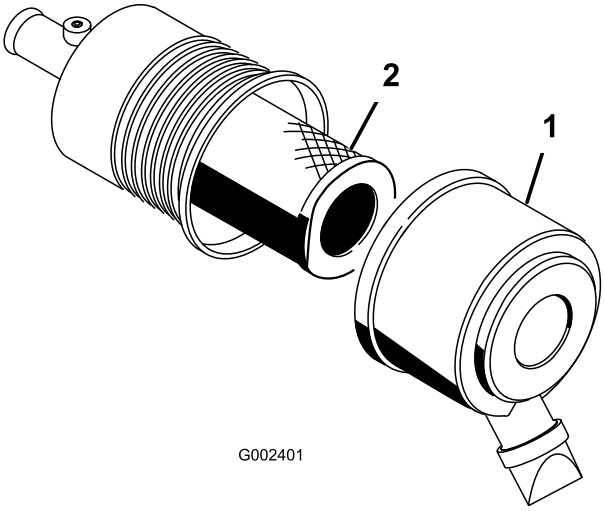

**Figur 42**
1. Åpne låsene på luftrenserdekslet og trekk luftrenserdekslet av luftrenserkroppen (Figur 42).
3. Skyv hovedfilteret forsiktig ut av luftrenserkroppen (Figur 42).
6. Hvis du bytter ut sikkerhetsfilteret, skyv forsiktig det nye filteret inn i filterenheten (Figur 42).
7. Skyv hovedfilteret forsiktig inn over sikkerhetsfilteret (Figur 42).
8. Sett på luftrenserdekslet med siden vendt oppover, og og fest låsene (Figur 42).